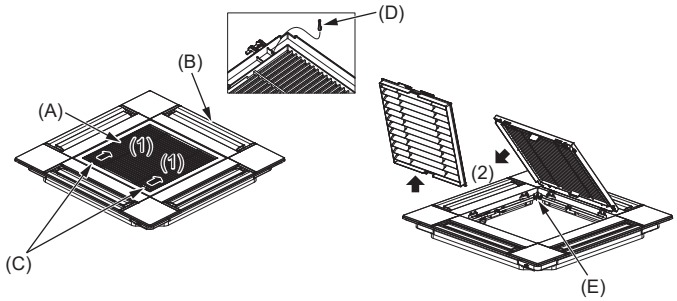

Fig. 10-3
10.2.1. Dépose de la grille d'admission (Fig. 10-3)
- Pour ouvrir la grille d'admission, faites glisser les leviers dans le sens indiqué par la flèche (1).
- Lorsque la grille se trouve en position "ouverte", retirez la charnière de la grille d'admission dans le sens indiqué par la flèche (2).